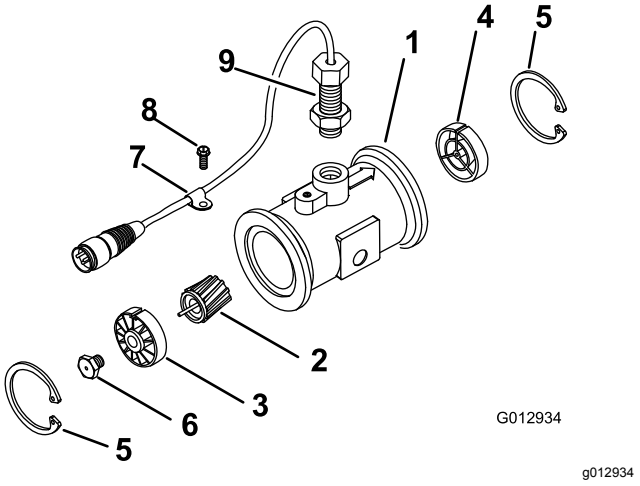

**Figur 86**
3. Ta av låseringen på oppstrømssiden (Figur 86).